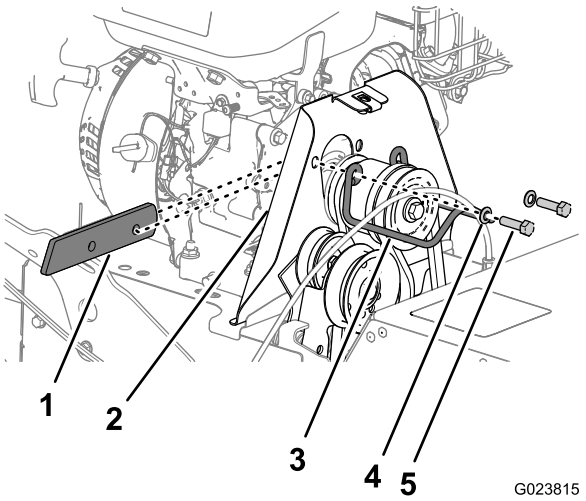

Figuur 39
2. Verwijder de 2 bouten en 2 onderlegringen waarmee de riemgeleider op de machine is bevestigd, en verwijder de riemgeleider en het afstandsstuk (Figuur 39).
4. Lijn het afstandsstuk uit tussen de motor en de poeliekap en lijn de gaten in het afstandsstuk, motor en kap uit (Figuur 39).
5. Zet de poeliegeleider vast op de machine met de bouten en onderlegringen (Figuur 39) die u in stap 2 van De aandrijfriem van de borstel verwijderen (bladz. 26) verwijderde.